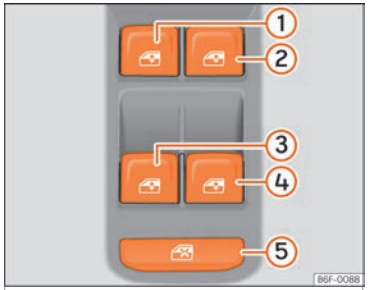

Fig. 148 Detail of the driver door: controls for the windows.
The safety switch ››› Fig. 148 ⑤ on the driver door can be used to disable the electric window buttons on the rear doors.
Buttons ››› Fig. 148 ①, ②, ③ and ④ have two positions for opening windows and two for closing them. This makes it easier to open and close windows to the desired position.